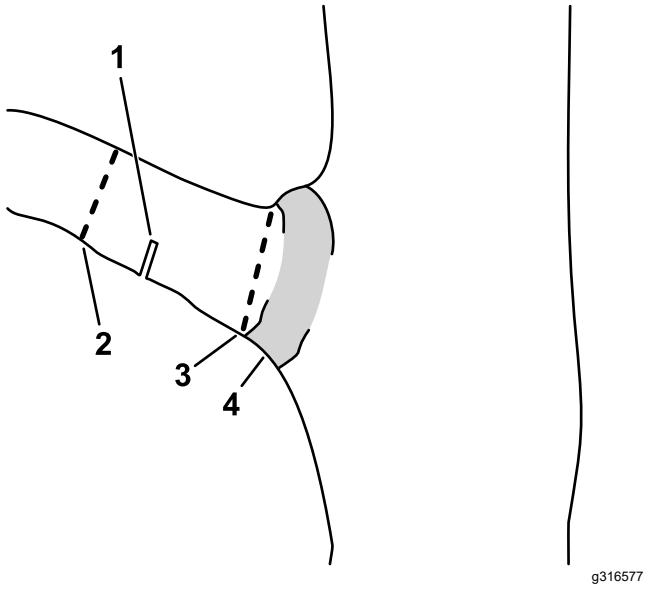

Figur 13
C. Sav stubben af ved grenbasis (Figur 13).